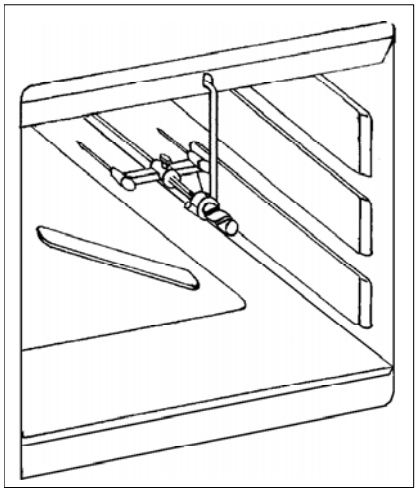

fig. 6
- Positionnez le support de broche dans l'orifice situé sur l'encadrement supérieur avant du four (fig. 6).